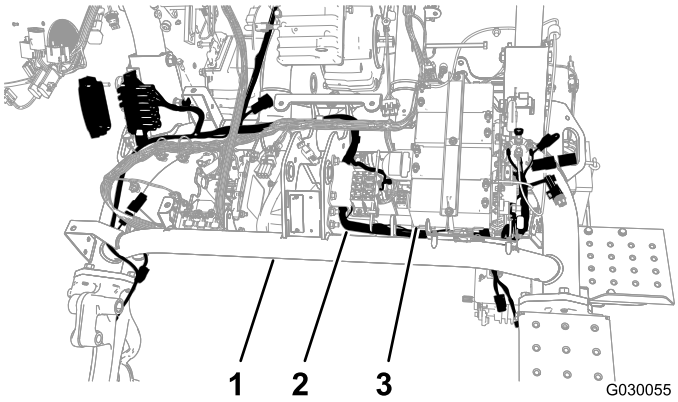

Figur 4
4. Før ledningsnettet under stellets hovedrør og foran cylinderbatterierne (Figur 4).